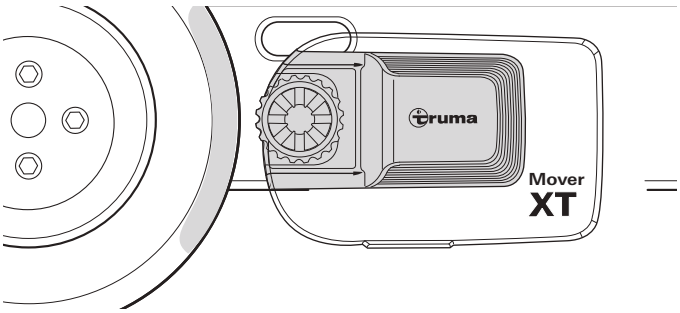

Fig. 30
- En position repliée, des deux côtés, les rouleaux d'entraînement ont un écart d'environ 20 mm par rapport au pneu (Fig. 30). Pour vérifier le bon écart entre le pneu et le rouleau d'entraînement, voir chapitre 6.1
- L'affichage d'état n'indique plus aucun chiffre (Fig. 30).